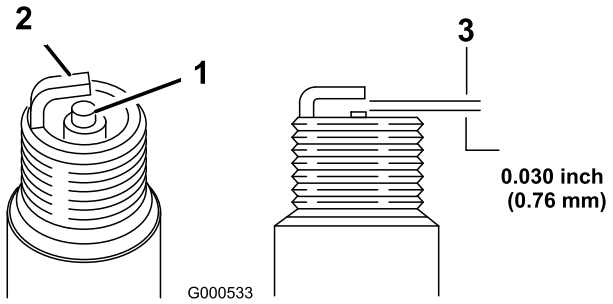

Figure 18
5. Réglez l'écartement des électrodes à 0,76 mm (0,030 po) (Figure 18).